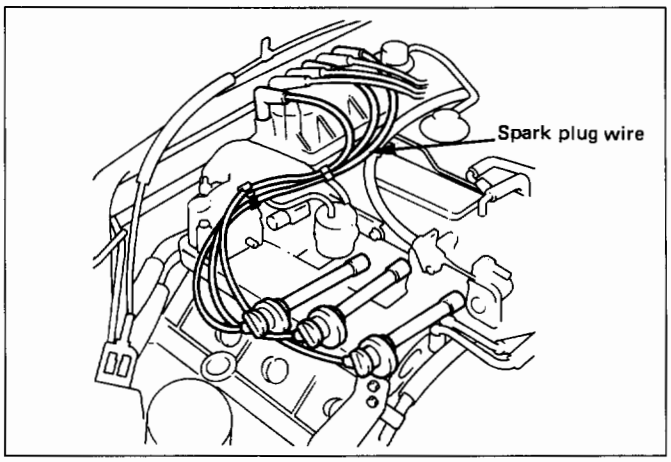

Fig. 6D4-2
1. Spark plug wires (Fig. 6D4-2)